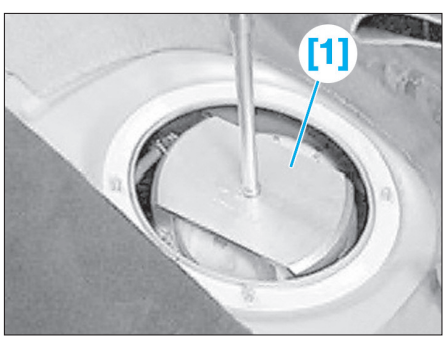

Fig. 49
- [1]. Clé à ergots réf. BMW 161020 **(Fig.49)**
• A l'aide de l'outil [1], dévisser le capuchon fileté et retirer le bouchon de maintenance **(Fig.49)**.